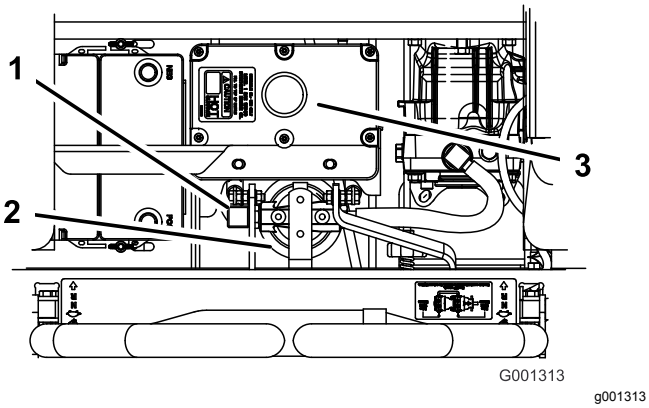

Figur 100
4. Fjern den høyre hydraulikkslangen som kommer inn i adapteren (Figur 100).
6. Monter den høyre hydraulikkslangen på adapteren (Figur 100).